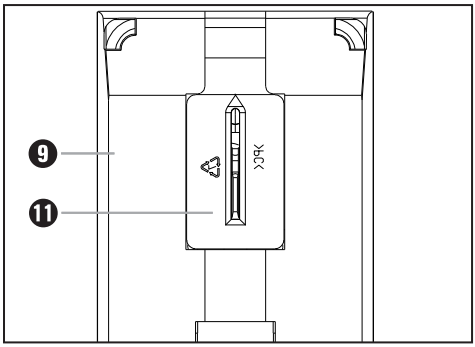

Bild 1: Montera spjälkningsskyddet
♦ Tryck in spjälkningsskyddet ⓫ underifrån i glidskon ❾ tills du märker att det snäpper fast (pilen uppåt). ▲ -markeringen på spjälkningsskyddet ⓫ ska peka mot produktens framsida (se även bild 1).